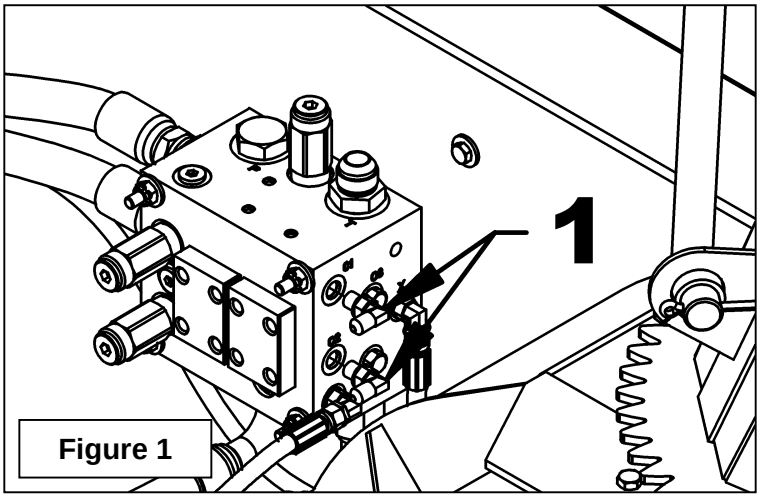

Figure 1
2. **Figure 1:** Remove the two plugs from the "C1" and "C2" hydraulic block ports and replace them by two 90° 7/16" ORB M. X 7/16 JIC M. elbows (item 1) in the direction illustrated.